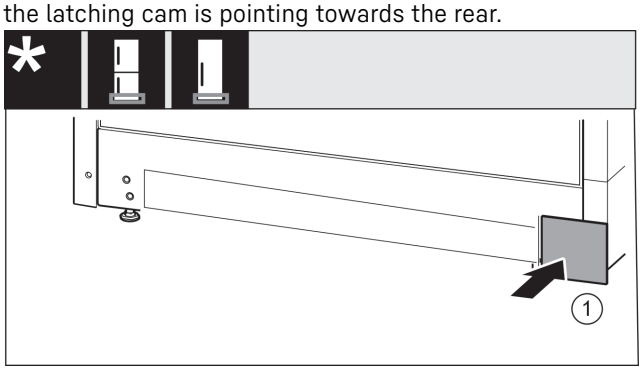

Fig. 18
▶ Re-attach the cover *Fig. 18 (1)* to the other side.